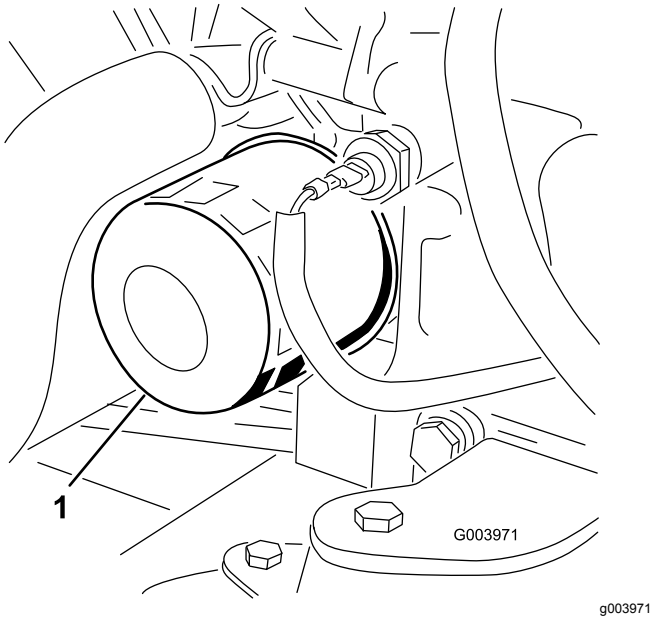

Figur 55
3. Avlägsna oljefiltret (Figur 55).